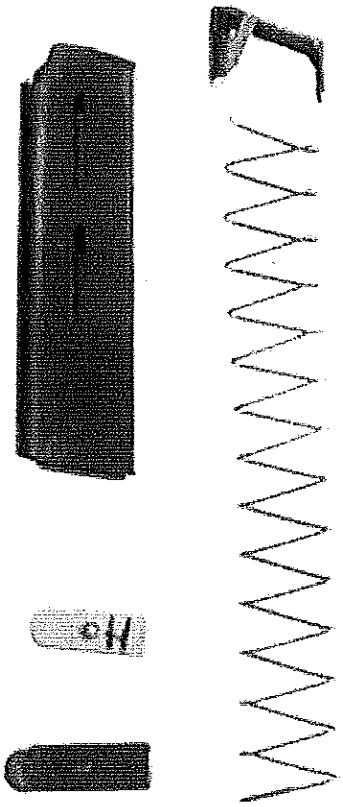

Figure A-16. M45A1 Magazine Disassembled.
4. Remove the floorplate retainer and magazine spring and follower from the magazine tube (see fig. A-16).